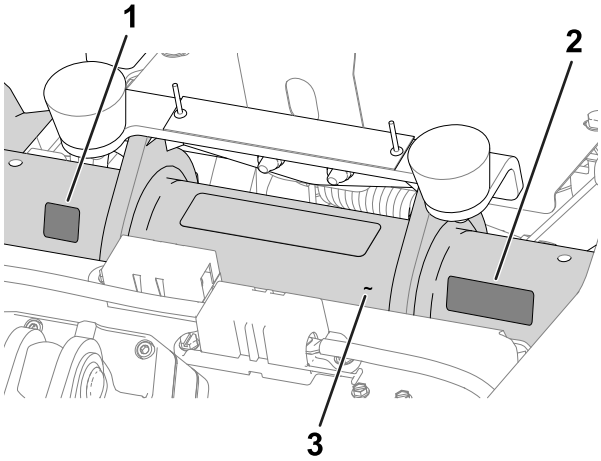

Bild 5
- **Herstellungsjahr-Aufkleber** und **CE/UKCA-Kennzeichnungsaufkleber**: die Aufkleber am Rahmenrohr unter dem Sitz und dem Seriennummernschild aufbringen; siehe Bild 5.